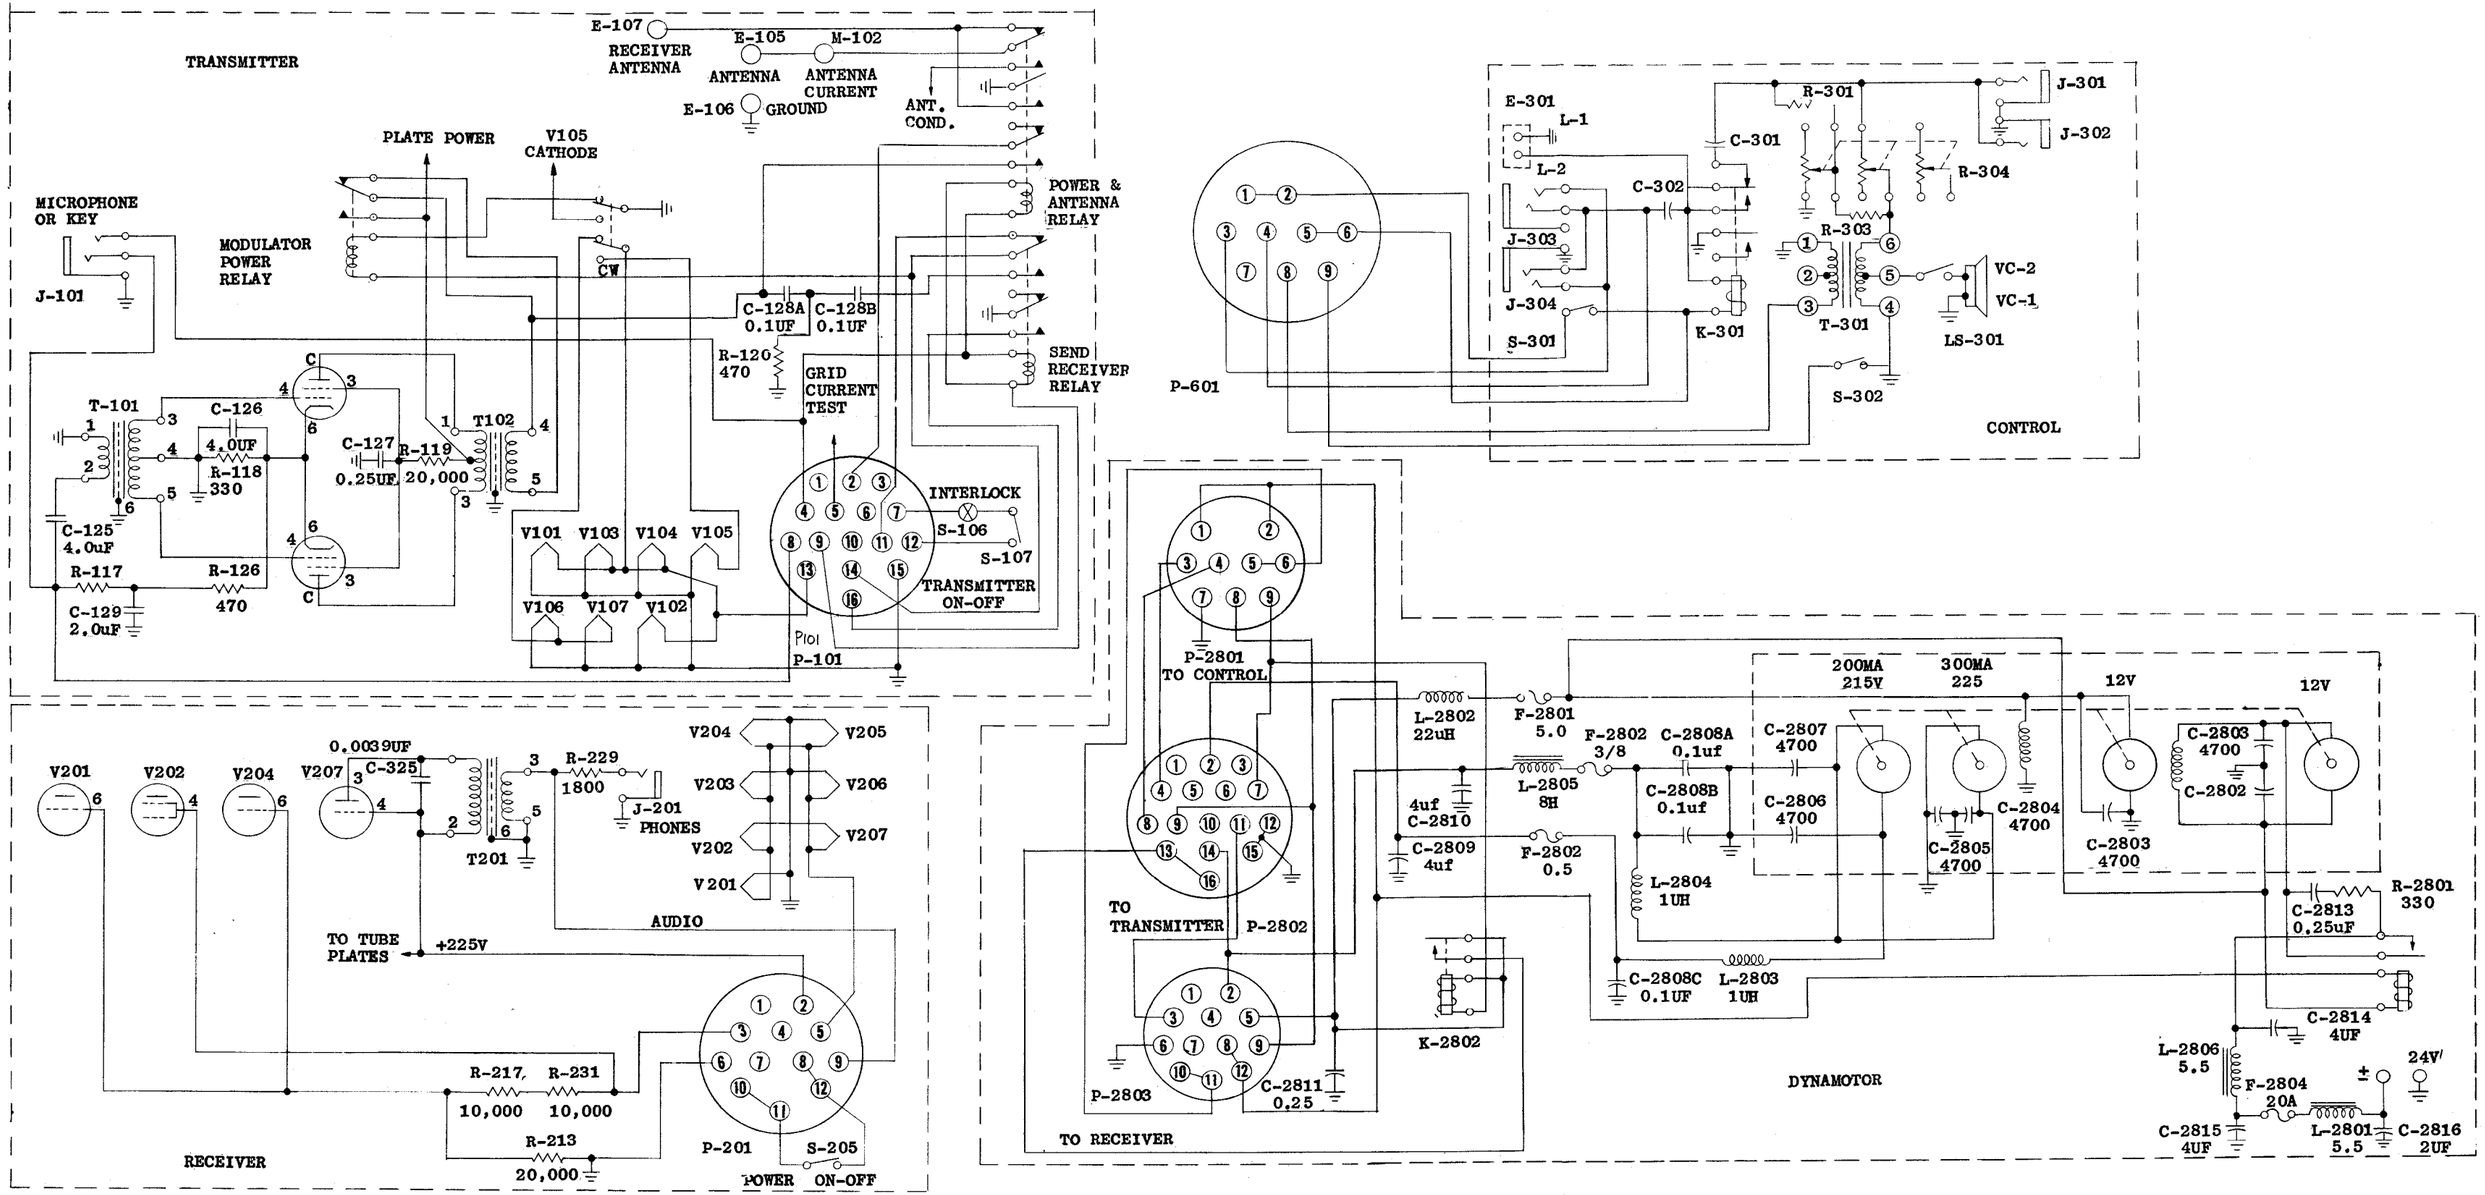

Figure 2-2. Radio Set AN/MRC-6C Control Schematic
4. ANALYSIS OF RADIO SET CONTROL CIRCUITS AN/MRC-6C (See Figure 2-2).
(1) Check moisture indicator (See Paragraph 3.a. (1) of this section).
(2) Actuate the 24 volt d.c. power supply (See Paragraph 3.a. (2) of this section).
(3) Place the RECEIVER switch S301, at the local radio control in an ON position. S301 is now in parallel with the POWER ON-OFF switch on the receiver in the cabinet. On Radio Set AN/MRC-5C this switch is a spare as the radio transmitting-receiving equipment is the SCR-608 type. AN/MRC-6C uses TCS series equipment and S301 is now utilized as terminal 3 is connected at the radio cabinet terminal board (See Figure 2-2).
(4) Place the transmitter switch S302 in the ON position. S302 is parallel with the POWER ON-OFF switch on the transmitter.